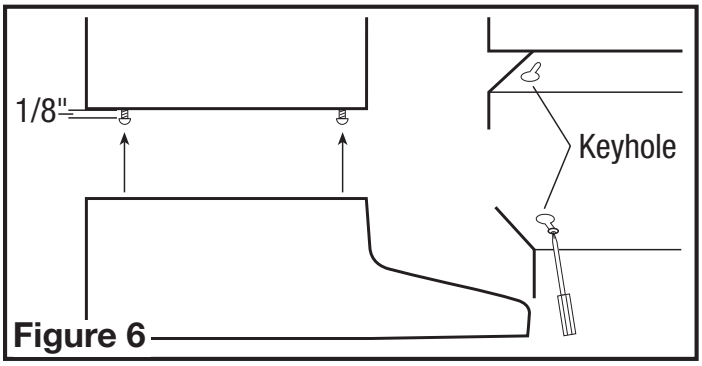

Figure 6
5. Install the 4 mounting screws at the previously marked locations. Leave approximately 1/8" clearance. Slide the hood in place through the keyhole slots and align the front of the hood so that it is flush with the front of the cabinets. Tighten all screws securely **(Figure 6).**